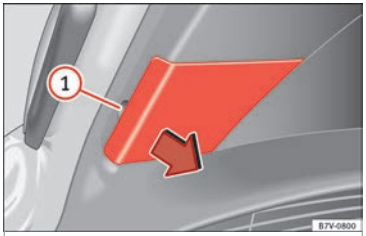

Bild 112 På bakluckan: Ta bort locket.
2. Dra av luckan försiktigt genom att använda den platta delen av skruvmejseln från bilens verktygssats som hävarm (»» **bild 101**) i skåran »» **bild 112** (1).